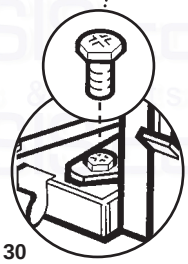

Fig. 30
7. Remove the two screws retaining the sides of the fire combustion box to the fire base tray (Fig. 30).